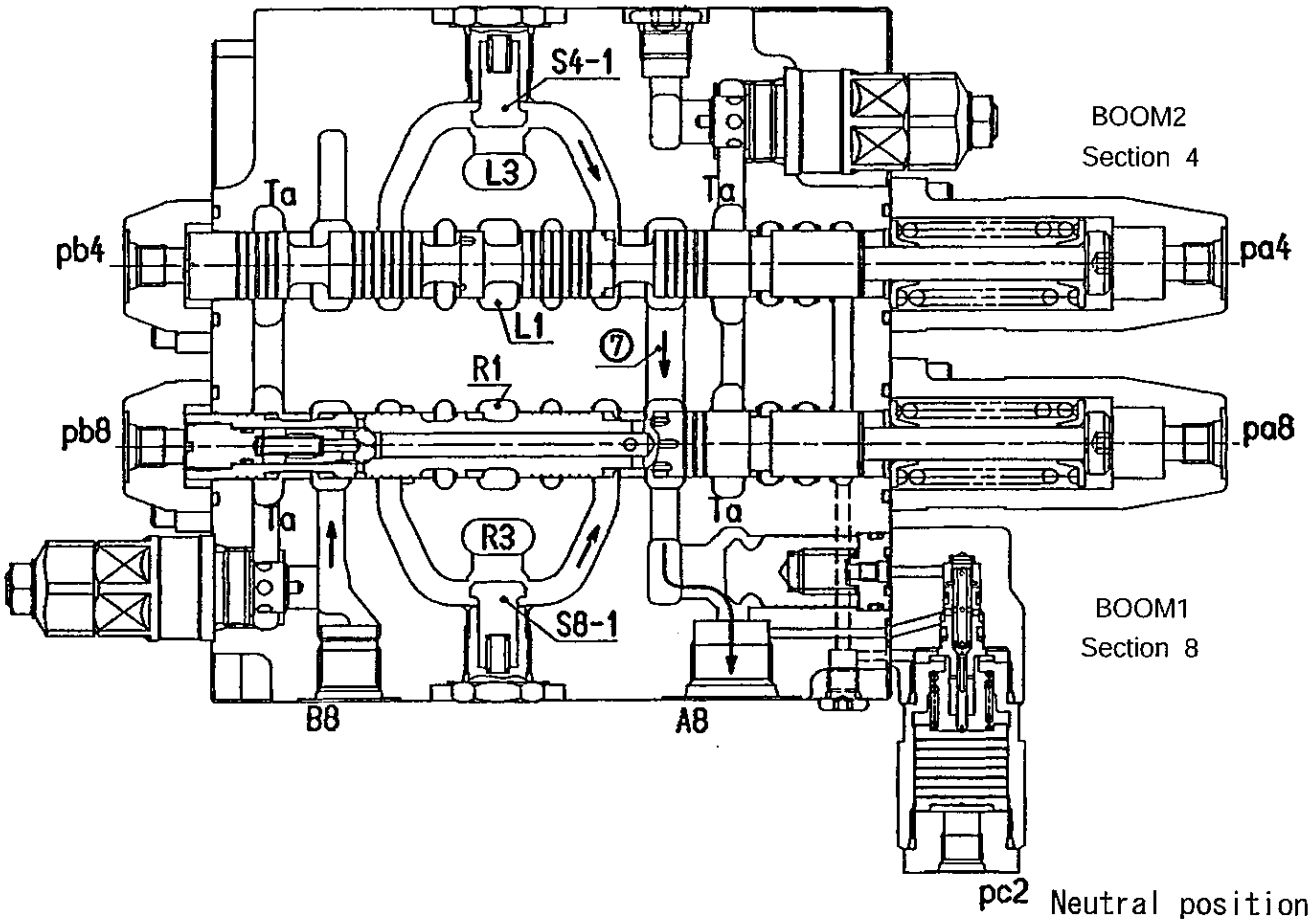

Fig.8
(2)Hoisting (2 flows combination) (Fig. 8)